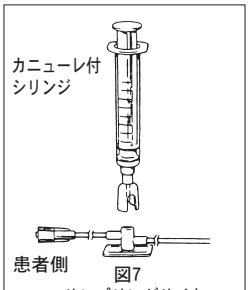

図7
(7)カニューレをサンプリングサイト（Zサイト）に刺し(図7)、必要量の血液をシリンジの中に引きます。
(7)カニューレをサンプリングサイト（Zサイト）に刺し（図7)、必要量の血液をシリンジの中に引きます。